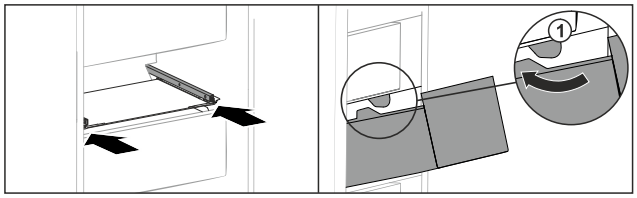

Fig. 211
▶ Guide drawer around the stoppers *Fig. 211 (1)*.